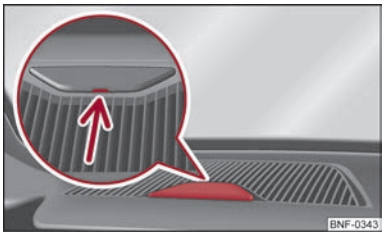

Fig. 69 Cap of the opening for the holder of the navigation unit
– Insert a slotted screwdriver into the recess marked with an arrow ⇒ Fig. 69 and fold the cover carefully upwards.